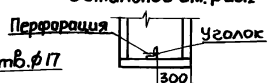

Рис.4 (см. п.4)
4. Рис.4 – щиток учета ЩО70-1-96У3.